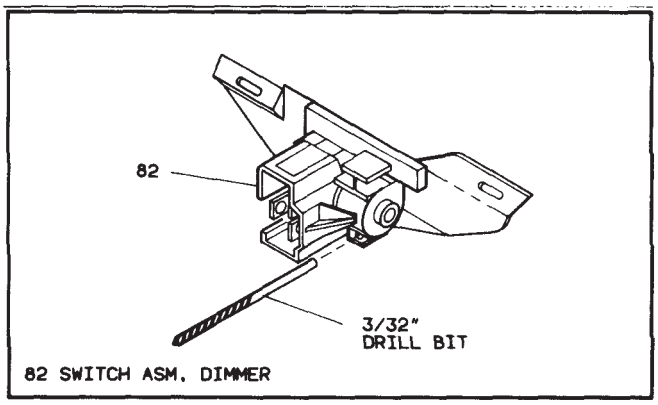

Figure 28 – Adjusting Dimmer Switch
- Dimmer switch (82). (See figure 28)
B) Position switch on column and push against dimmer switch rod (77) to remove all lash.